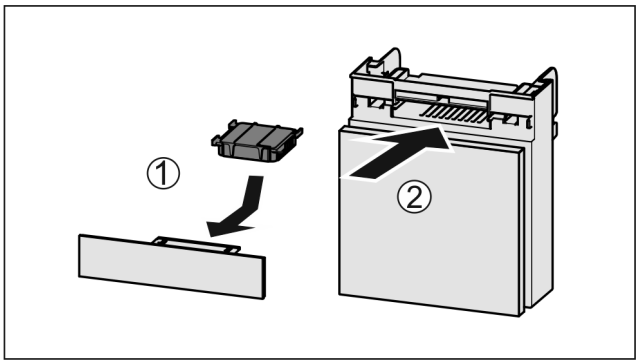

Fig. 123
▶ Insert the carbon filter as shown in the diagram *Fig. 123 (1)*.
▶ Push the compartment in *Fig. 123 (2)*.